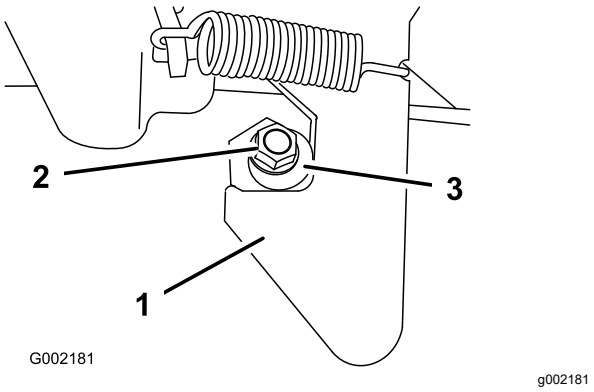

Figur 71
1. Løsn låsemøtrikken i enden af låsestiften (Figur 71).
2. Drej låsestiften med uret, indtil den ligger tæt op ad låsens krogdel (Figur 71).